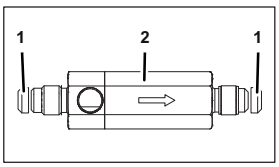

Fig. 80
3. Check the seals (Fig. 80/1) for damage.
Replace any damaged seals (Fig. 80/1).
4. Position the new non-return valve (Fig. 80/2) within the unit.